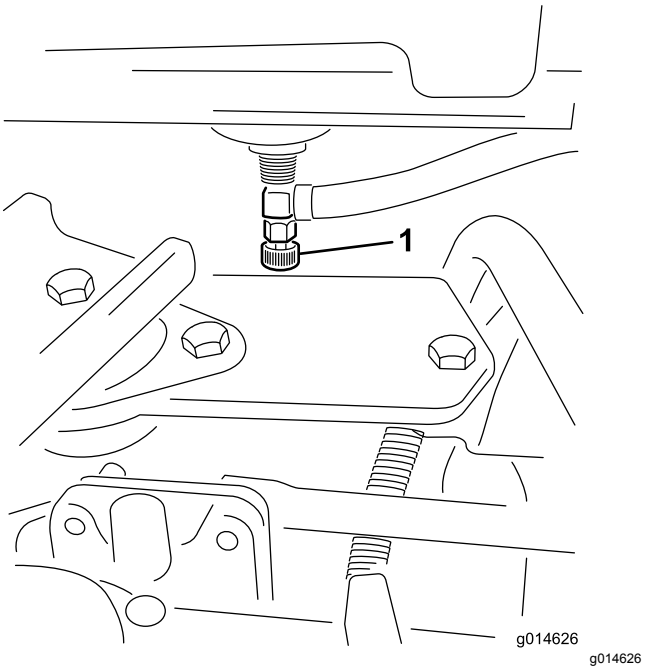

Figuur 41
1. Sluit de brandstofafsluitklep (Figuur 41) onder de brandstoftank.